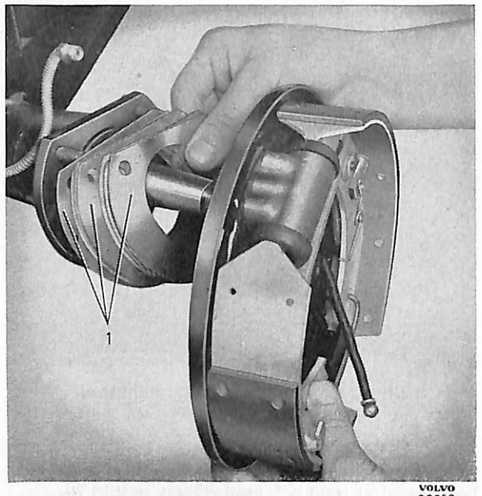

Bild 29. Mont. av bromssköld.
7. Montera vänstra sidans bromssköld med justermellanläggen enligt tabell samt filttätningen, se bild 29. Undersök gummiskydden, som tätar vid handbromsvajern i bromssköldarna. Byt om så erfordras. Koppla fast bromsvätskeledning och bromsvajer vid båda sidor. Montera nav (6) med bromstrummor. Lufta och justera bromsarna enligt anvisningarna i avd. 5. Montera hjulen.